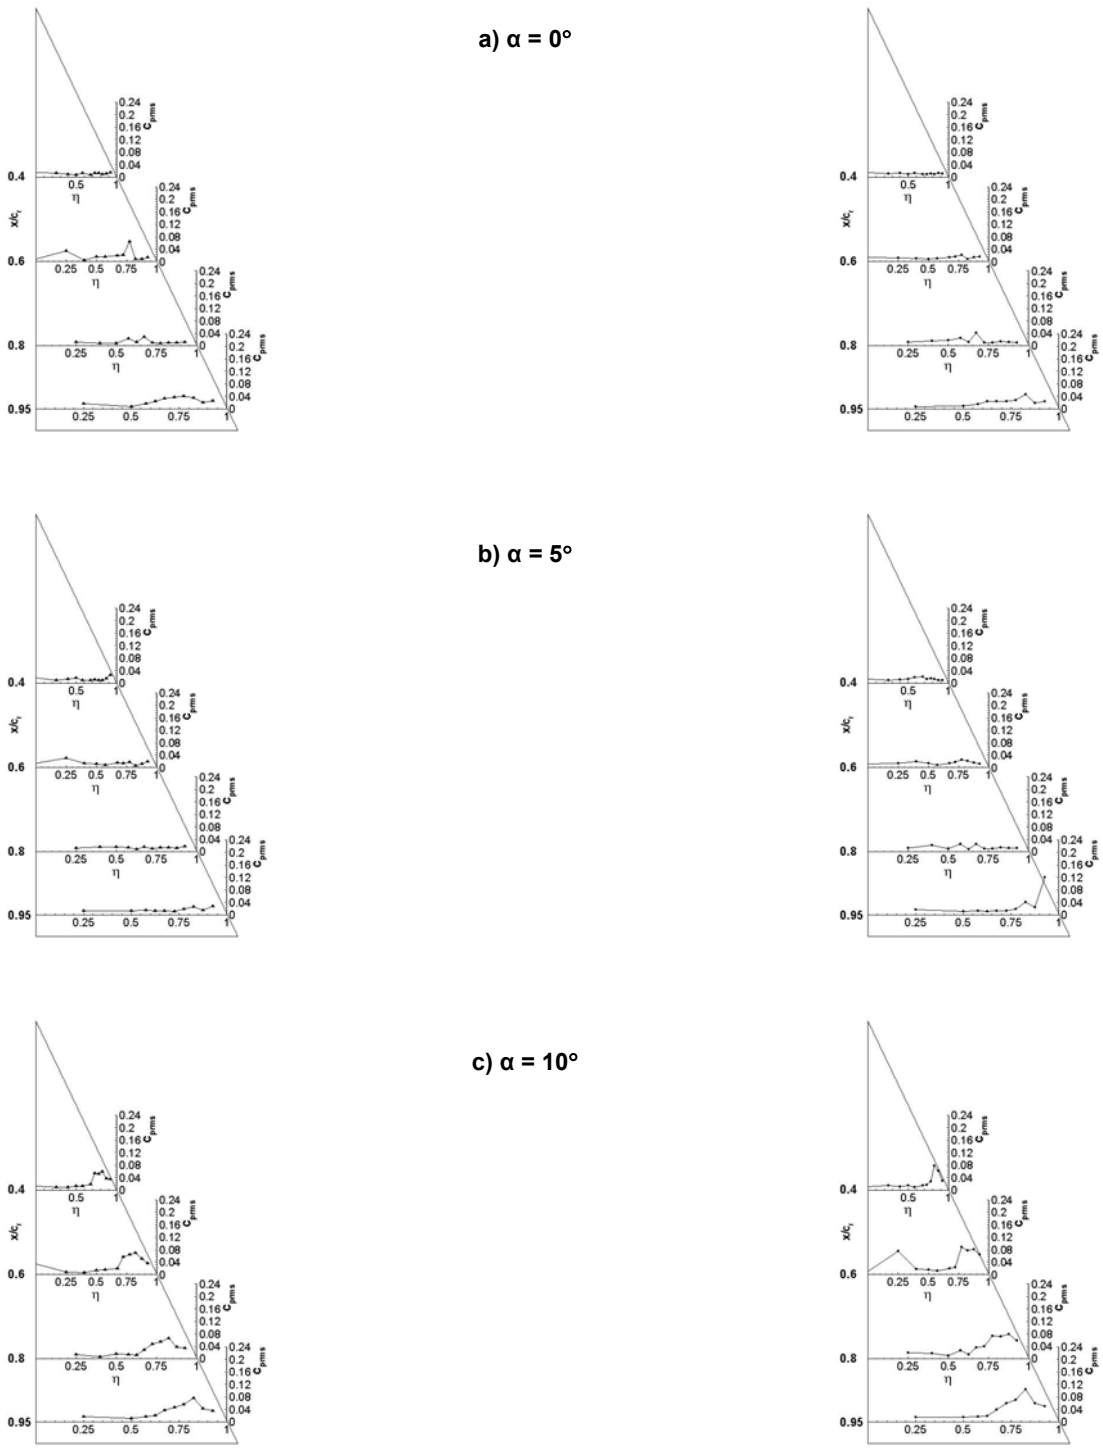
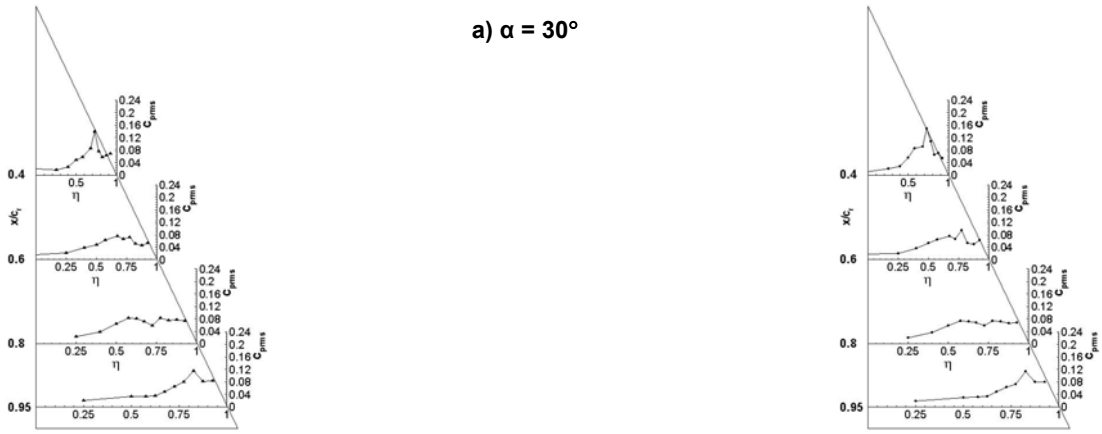
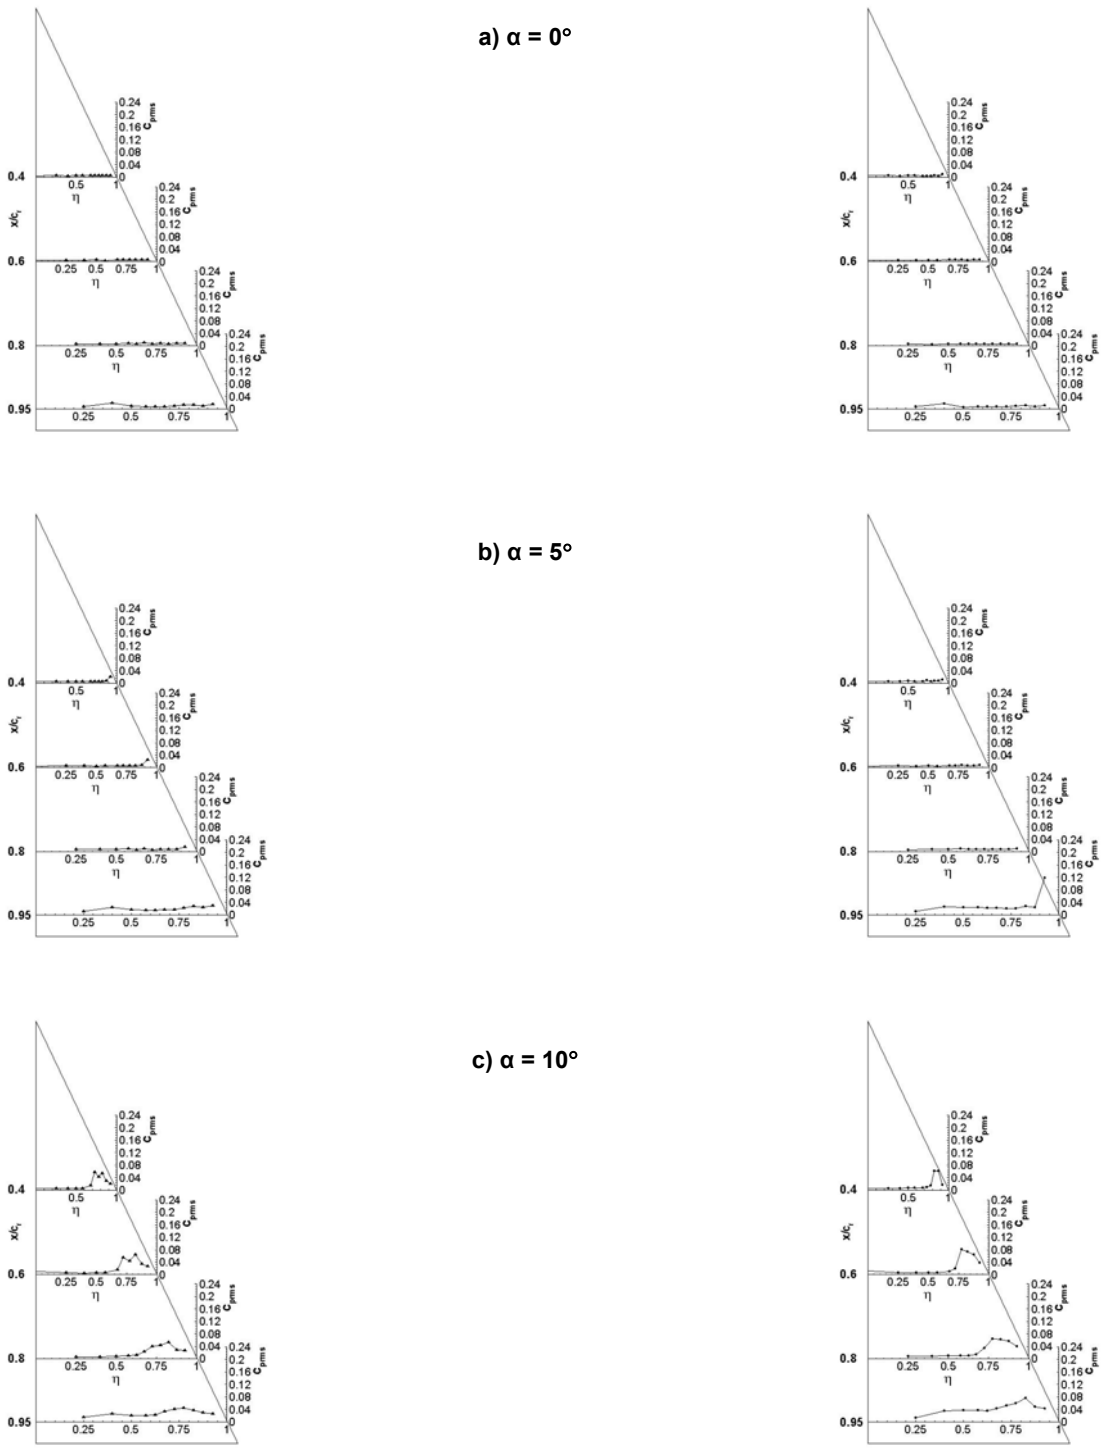
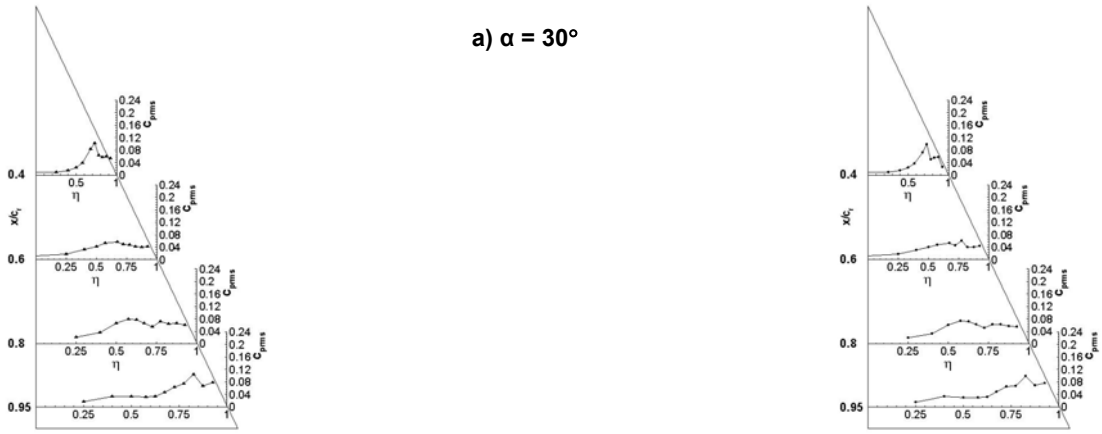

Figure A3.3-20: Pressure Fluctuation Intensity at R_{mac} = 1 x 10^6 and M = 0.07 for Sharp (left) and Rounded (right) Leading Edges – α = 0°, α = 5°, α = 10°.
Figure A3.3-25: Pressure Fluctuation Intensity at R_{mac} = 1 x 10^6 and M = 0.07 for Sharp (left) and Rounded (right) Leading Edges – α = 30°.
Figure A3.3-26: Pressure Fluctuation Intensity at R_{mac} = 2 x 10^6 and M = 0.14 for Sharp (left) and Rounded (right) Leading Edges – α = 0°, α = 5°, α = 10°.
Figure A3.3-31: Pressure Fluctuation Intensity at R_{mac} = 2 x 10^6 and M = 0.14 for Sharp (left) and Rounded (right) Leading Edges – α = 30°.
- Pressure fluctuation intensities are shown at α = 0°, 5°, 10°, 12°, 13°, 14°, 16°, 18°, 20°, 21°, 22°, 23°, 24°, 25°, 26°, 27°, 28°, 29° and 30° for $R_{mac} = 1 \times 10^6$, M = 0.07 in Figure A3.3-20 to Figure A3.3-25 and for $R_{mac} = 2 \times 10^6$, M = 0.14 Figure A3.3-26 to Figure A3.3-31, see Chapter 21.